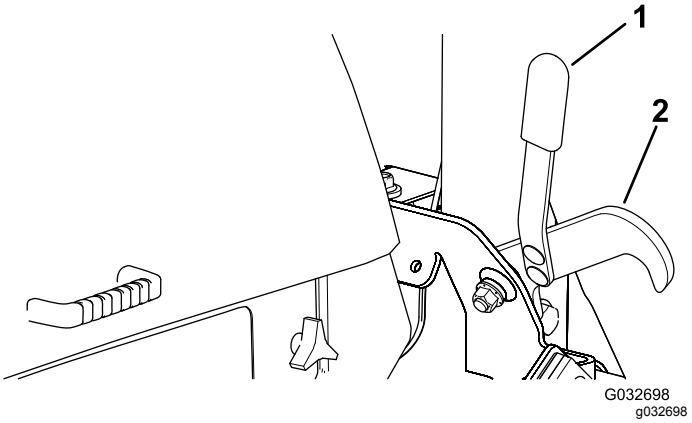

**Figur 46**
2. Brug håndtaget til at hægte låsene af, der fastholder skjoldene i hævet position (Figur 46).